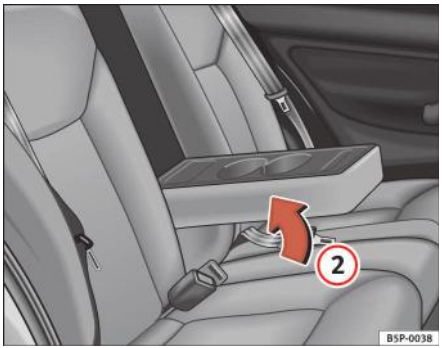

Fig. 109 Cotiera spate/suportul de pahare
– Pentru închidere, ridicați suportul de pahare*/ cotiera* în sensul indicat de săgeata ⇒ fig. 109 (2).